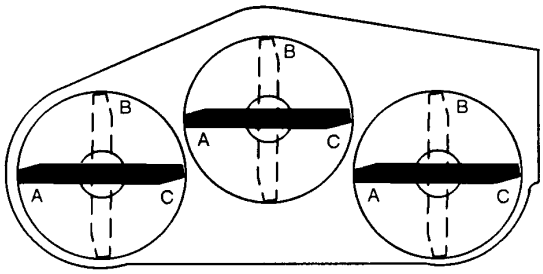

Afbeelding 15
7. Draai de messen naar de “C”-positie, meet en noteer de meetresultaten (Afb. 15, 16).